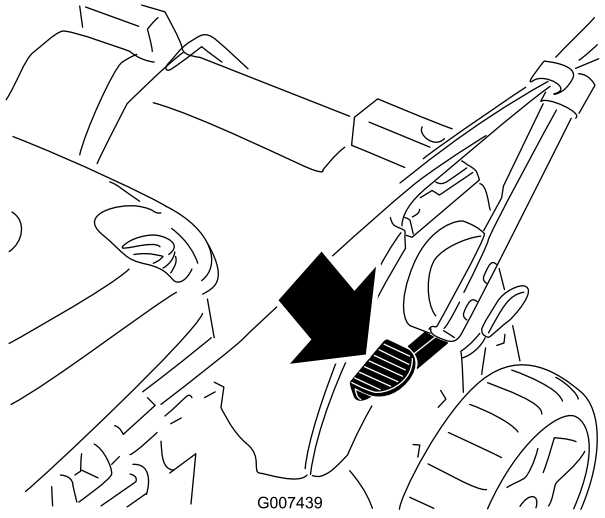

Figuur 47
1. Houd het pedaal ingetrapt (Figuur 47).